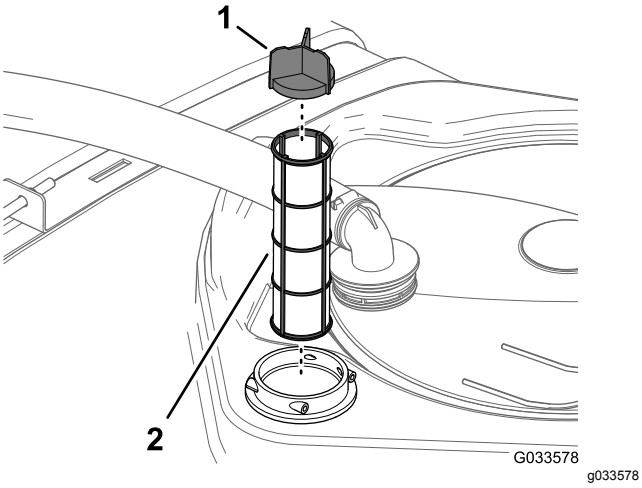

Figur 54
4. Fjern det gamle sugefilteret fra filterhuset i tanken (Figur 54).